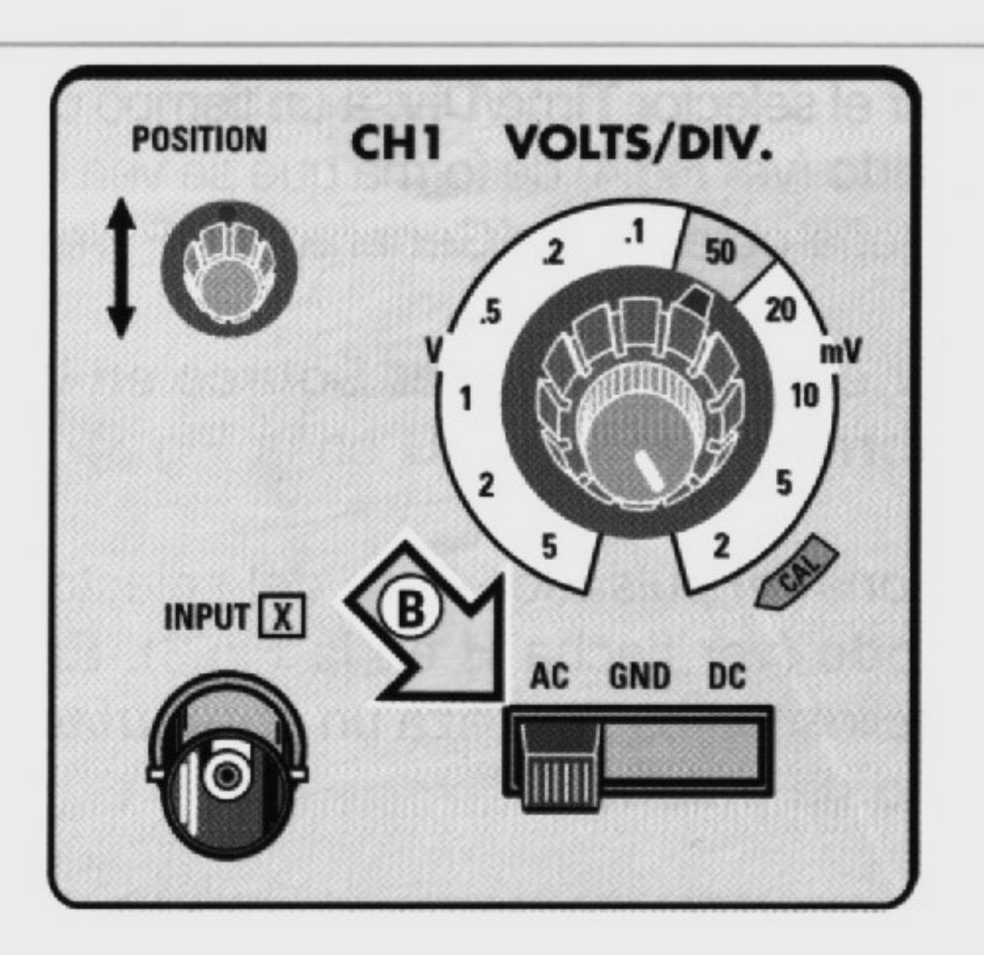

Fig.2 El selector Volts/Div. de CH1 ha de ajustarse a 50 milivoltios y la palanca AC-GND-DC ha de posicionarse en AC (ver flecha indicadora).
- Ajustar el selector **Volts/Div**. del canal **CH1** a **50 milivolt/Div**. (ver Fig.2) y poner el selector **AC-GND-DC** del canal **CH1** en la posición **AC** (ver flecha **B**).
Nosotros hemos seleccionado para el control **Volts/Div**. del canal **CH1** un valor de **50 milivoltios** (ver Fig.2) porque, incluso los modelos más básicos de **Generadores RF**, pueden proporcionar perfectamente una señal con una amplitud **400-500 milivoltios**.